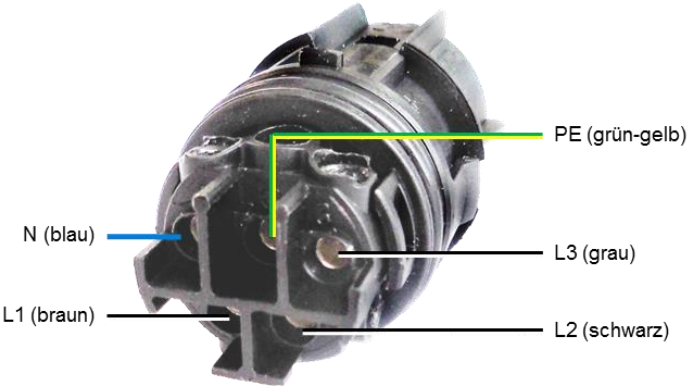

Abbildung 11: Belegung AC-Stecker (Anschlussseite)
- Die Adern gemäß Abbildung 11 die Schraubanschlüsse im Kontakteinsatz einführen und festschrauben.